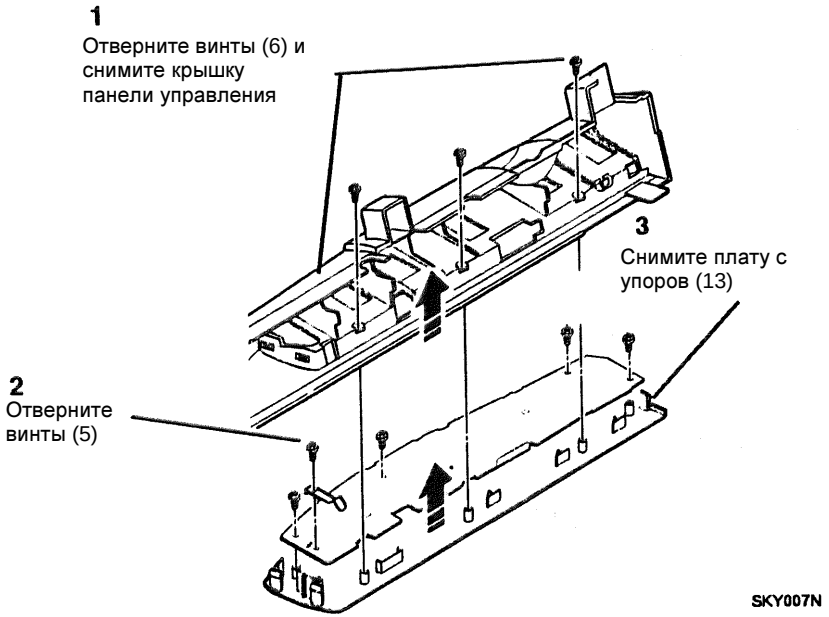

Рисунок 1. Снятие PWB панели управления
2. (Рисунок 1): Снимите PWB панели управления.